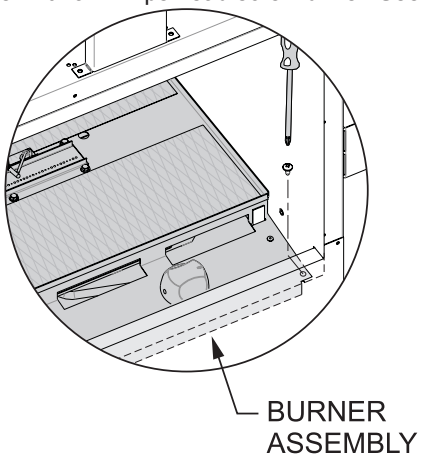

Figure 15
c. Remove two screws from front corners of the control panel with a Phillips head screw driver. **See Figure 15.**